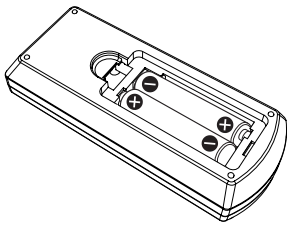

Fig. 2
2) Insert batteries and close the cover (Insert the "⊖" side first.). (Fig. 2)